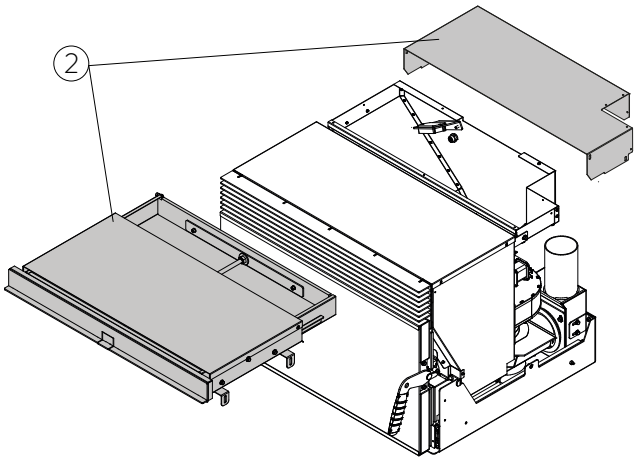

Afb. 6.4.2
B) Lade voor frontlading voor versies met de luchtuitlaat aan de voorkant “2” (Afb. 6.4.2)